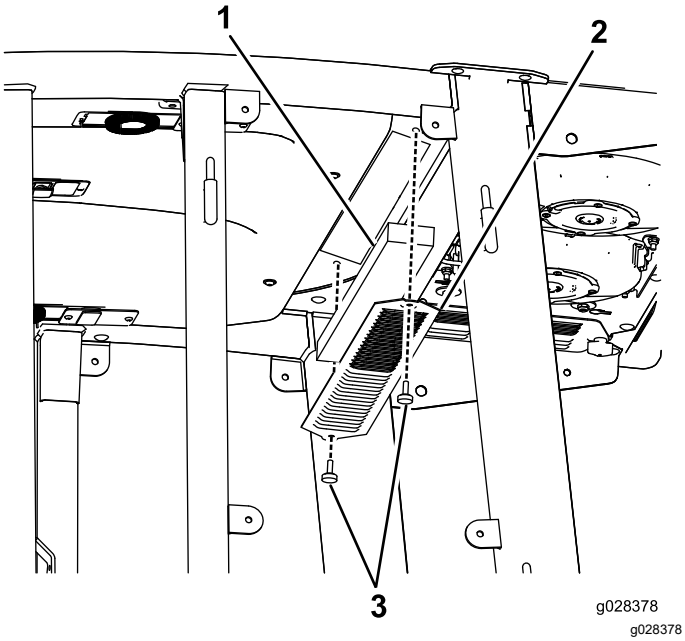
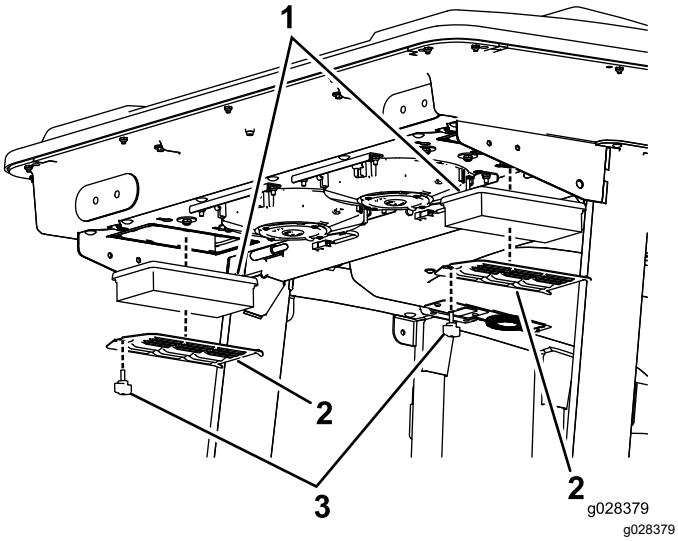

Figur 134
Figur 135
1. Ta bort de skruvar och galler som sitter över luftfiltren både i och bakom hytten (Figur 134 och Figur 135).